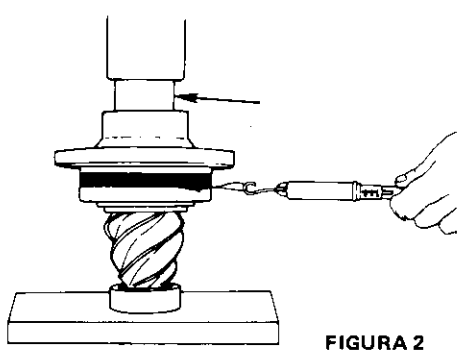

FIGURA 2
c) Anote o valor registrado com a caixa em rotação e não o valor de partida (ver figura 2);